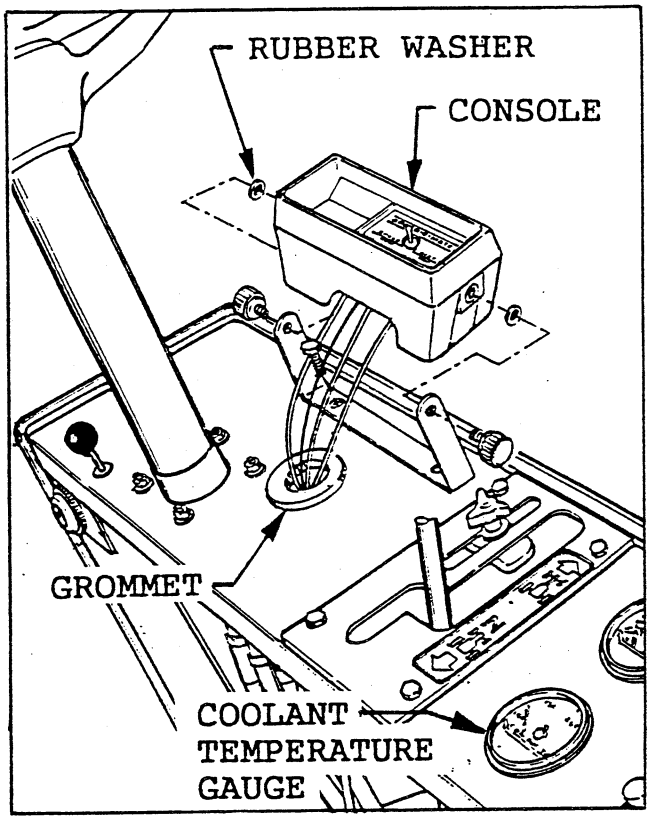

FIG. 1
- Mount the bracket in the two holes provided in the dash panel, using two 1/4" bolts as shown in FIG. 1.